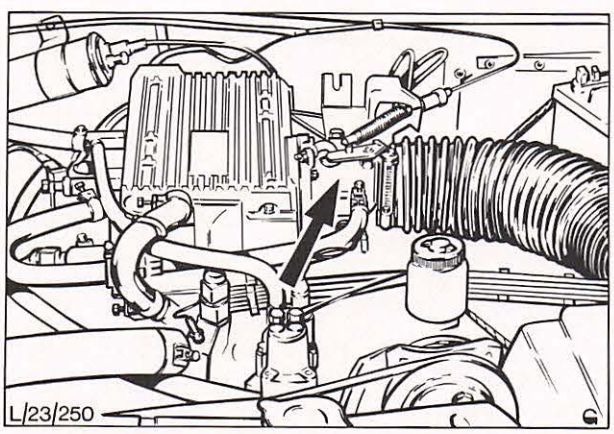

Abb. 23 Einbaulage der Drosselklappe
e) **Drosselklappe,** Abb. 23
Die Drosselklappe ist im Ansaugrohr, Abb. 23, montiert und wird über einen mit dem Gaspedal verbundenen Kabelzug betätigt.